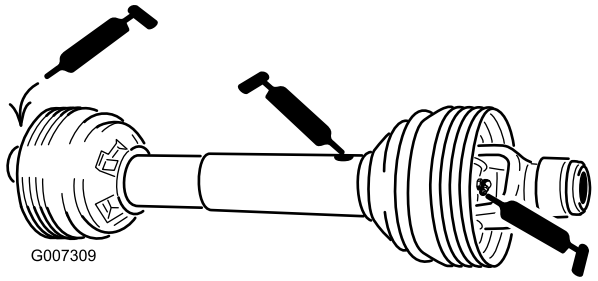

Rysunek 43
Wałek sprzęgający (3) (Rysunek 43)